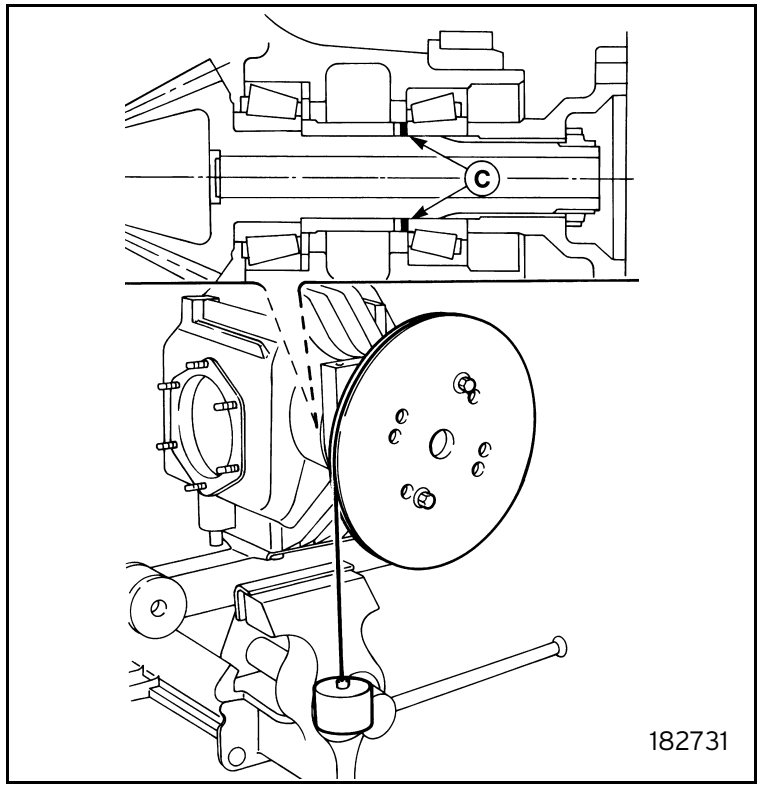

Fig. 31
- Fit a suitable tool for measuring the rolling torque on the flange (figure 31).